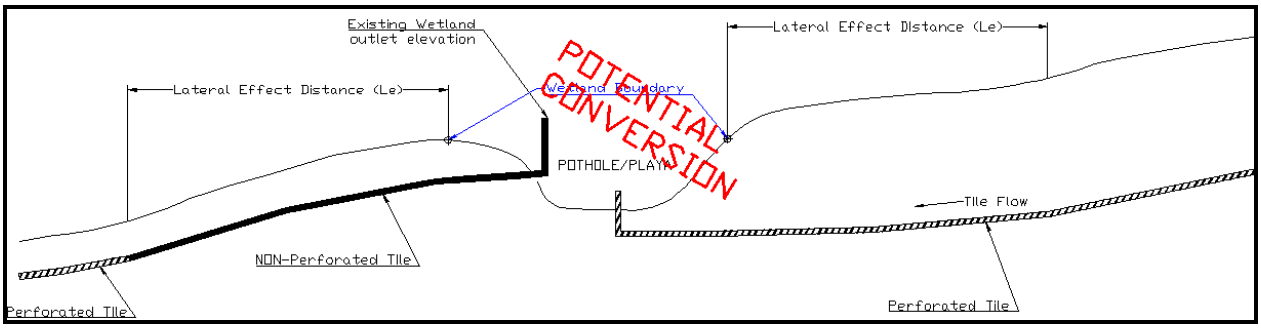

Figure 16 – Perforated tile may not be installed below the wetland bottom elevation.
4. Perforated tile may not be installed below the wetland bottom as illustrated by the example shown on Figure 16.